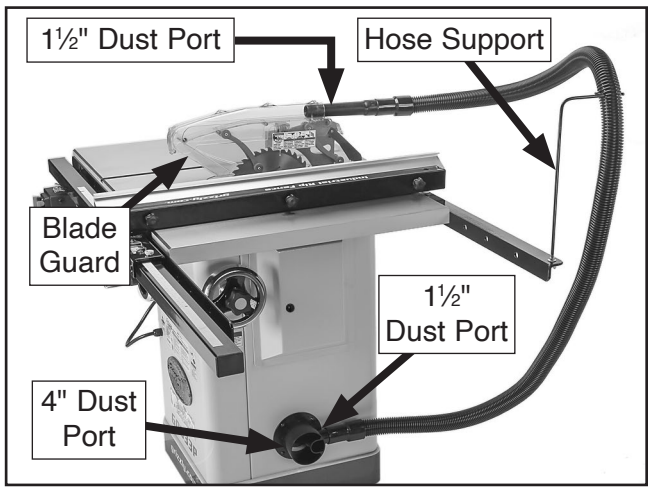

Figure 35. Dust hose attached to saw, hose support, and blade guard dust port.
32. Slide one dust hose adapter onto 1½" dust port (see **Figure 35**), until it fits snugly.
33. Attach 1½" dust hose to dust hose support (see **Figure 35**), then insert dust hose adapter into 1½" dust port at rear of blade guard assembly.